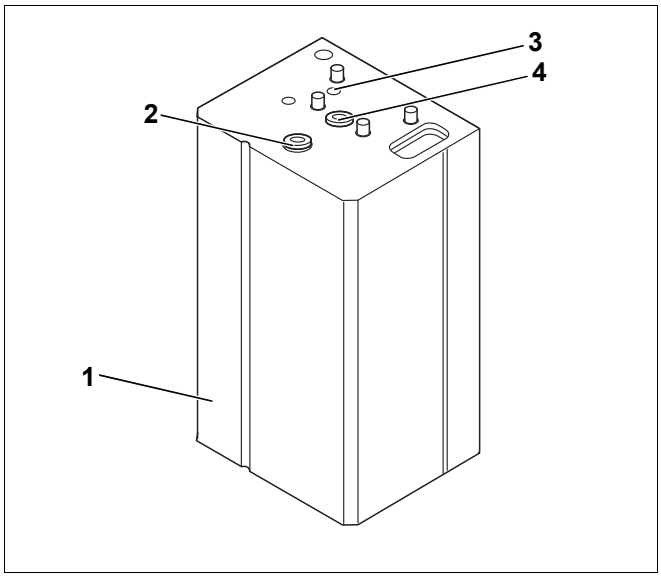

Рис. 1 Бак-водонагреватель HT/HC/H110 W
– Бак-водонагреватель с антикоррозионной защитой. Антикоррозионная защита состоит из гигиенической термоглазури Buderus DUOCLEAN MKT и катодной защиты в виде магниевого анода (рис. 1, [2]).
Через контрольное отверстие (рис. 1, [4]) можно визуально контролировать бак-водонагреватель.
– Облицовка с теплоизоляцией (рис. 1, [1])
Температурный датчик, установленный в гильзу (рис. 1, [3), регистрирует фактическую температуру горячей воды, передаёт её системе управления отопительной установки, которая осуществляет регулирование системы для обеспечения нужной температуры.